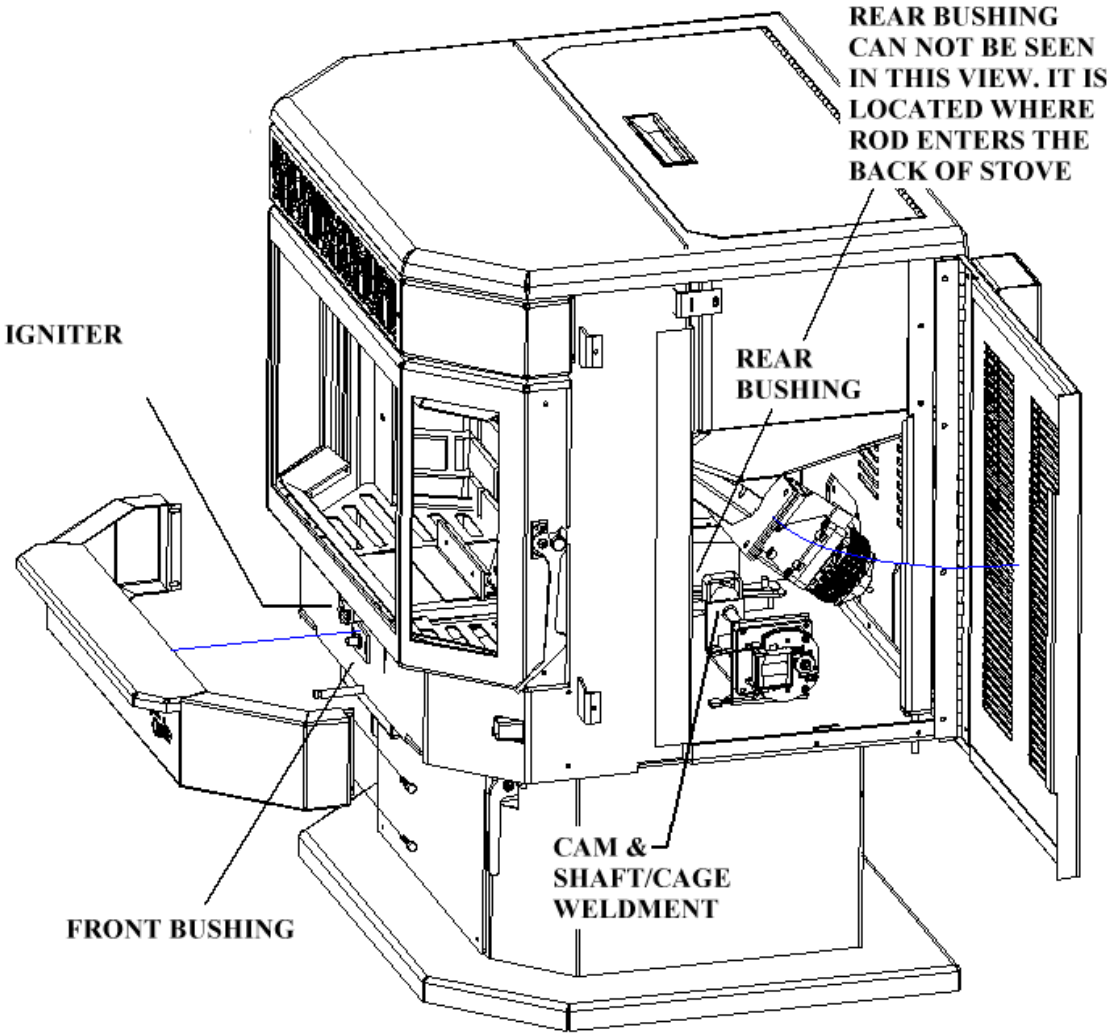

Figure 10
5. The Versa Grate System needs to be lubricated once a year with some High Temp Anti Seize to prevent the parts from "squealing" add some Anti-Seize to the Cam and Rod at both bushings. To gain access to the Versa Grate System in the Afton Bay open the right side panel when facing the stove. To locate the Rear Bushing assembly, follow the rod from the Shaft/Cage Weldment towards the front of the stove. The front bushing is located below the igniter in the front of the stove. Remove the ash lip cover as shown in figure 10.